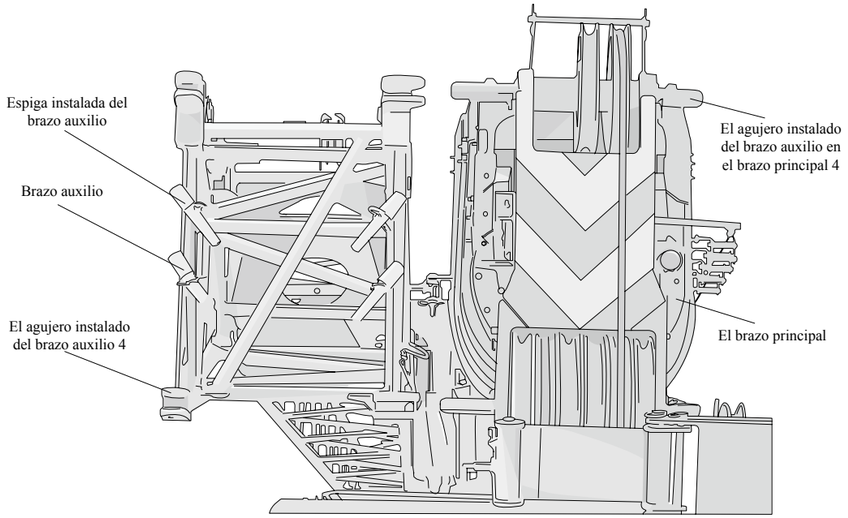

Figura 5-1 Figura sobre la posición del brazo auxilio
1. El método detallado de la instalación del brazo auxilio y los procedimientos son siguientes(la posición del brao auxilio ve la figura 5-1):
Se refiere a la figura 5-1, 5-2 y 5-3, gira el brazo auxilio, el brazo auxilio es conforme al agujero conectado en el lado izquierdo de la cabeza del brazo principal, instala la espiga conectada del lado izquierdo de la cabeza del brazo de elevación.